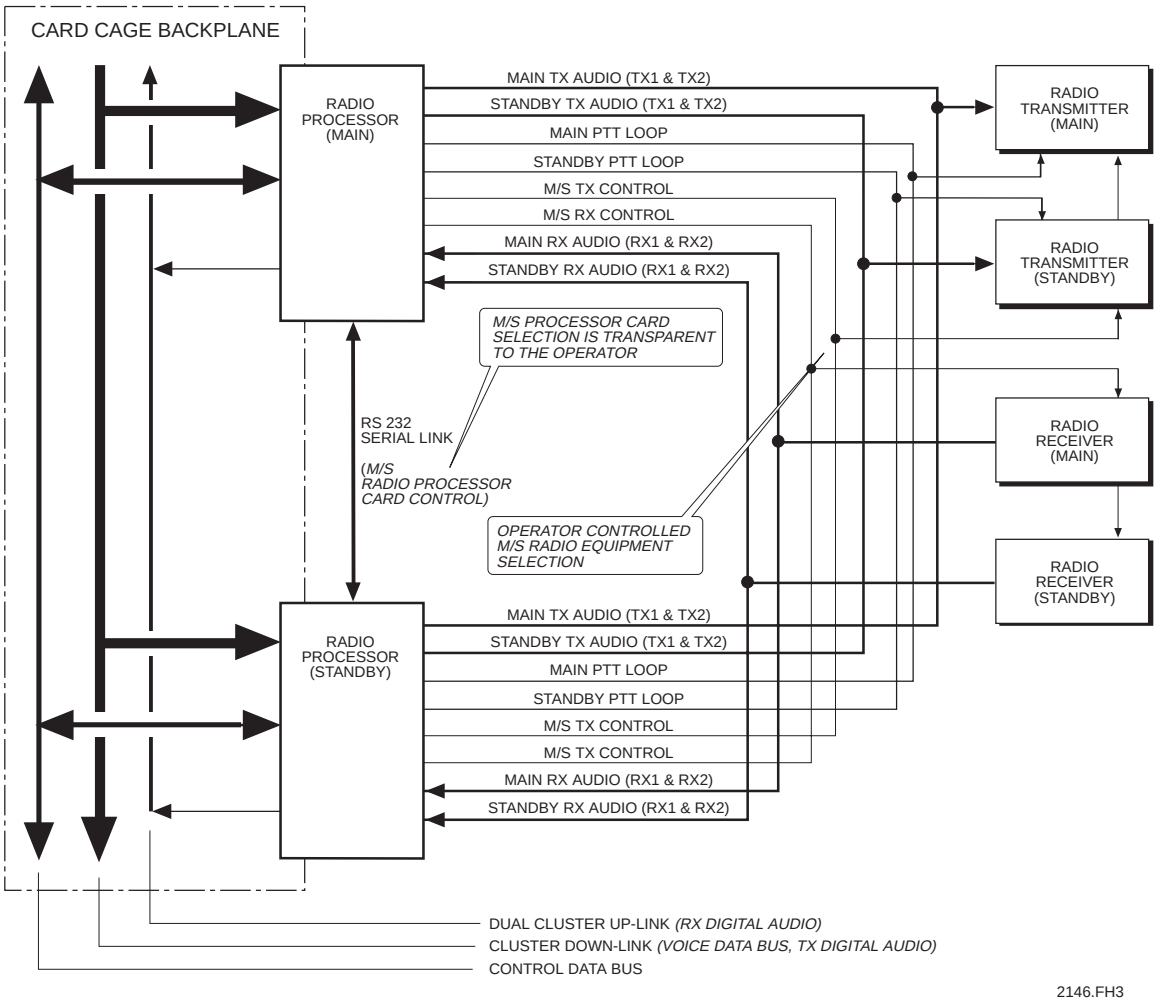

***Figure 5-25. Radio Processor and Radio Equipment Redundancy***
**Figure 5-25** illustrates the redundancy scheme with Radio Processor pairs installed in the card cage and redundant radio transmitters and receivers connected to the System.
***Main/Standby Radio Selection.*** Five relays control position operator selection of main and standby (M/S) transmitters (TX) and receivers (RX) as follows: